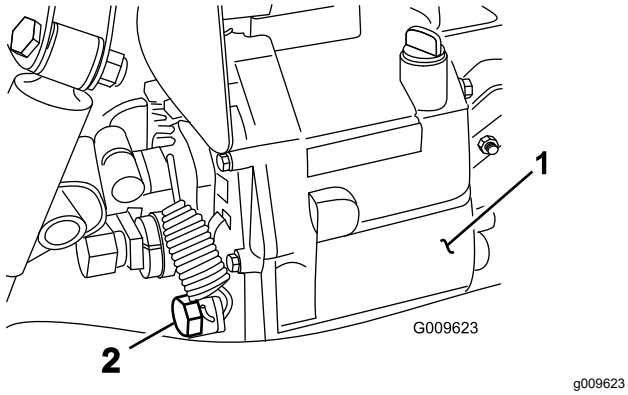

Figur 70
2. Ta bort avtappningspluggen från tankens sida och låt hydraulvätskan rinna ner i ett avtappningskärl (Figur 70).